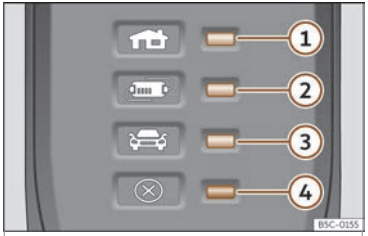

Fig. 204 Al cable de càrrega per a preses de corrent:Indicadors de control al dispositiu de protecció.
›› **fig. 204**:
El dispositiu electrònic de protecció ›› **fig. 204** fa que el connector de càrrega romangui sense corrent fins que es connecta a la presa de càrrega del vehicle.
Un o diversos indicadors de control ›› **fig. 204** ①, ② o ③ s'il·luminen en verd.
Indicació ›› fig. 204	Significat
Si l'indicador d'advertiment ④ vermell parpelleja o s'encén sense que s'encengui al seu torn de manera permanent un indicador de control»» **fig. 204** ①, ② o ③ l'indicador de funcionament, hi ha una avaria.
Indicació »» fig. 204	Significat